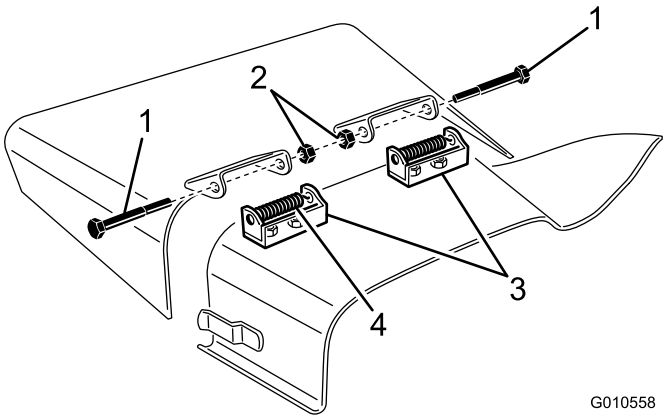

**Figure 29**
4. Enlevez les 2 vis, contre-écrous et ressorts qui fixent les supports du déflecteur aux supports de pivot (Figure 29).
5. Pour déposer les supports de pivot, retirez les vis de carrosserie et les écrous (Figure 29).